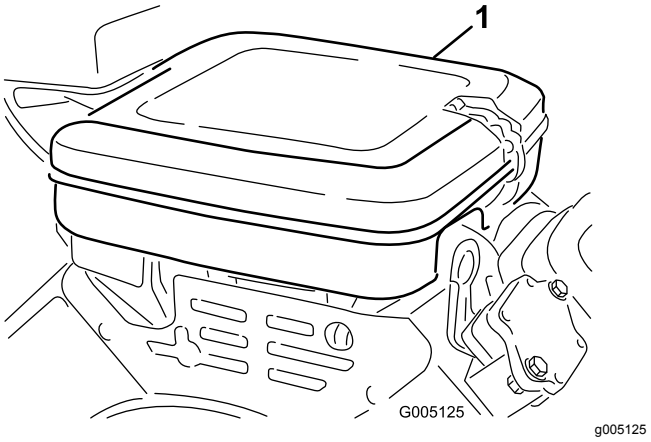

Figur 30
1. Rengjør luftrenserdekselet (Figur 30).